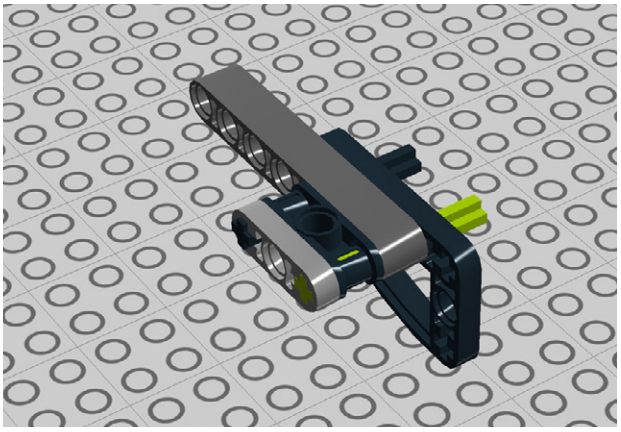

Figure 1-30. *Step 26: Adding one more axle*
26. And another 4M axle (Figure 1-30)!